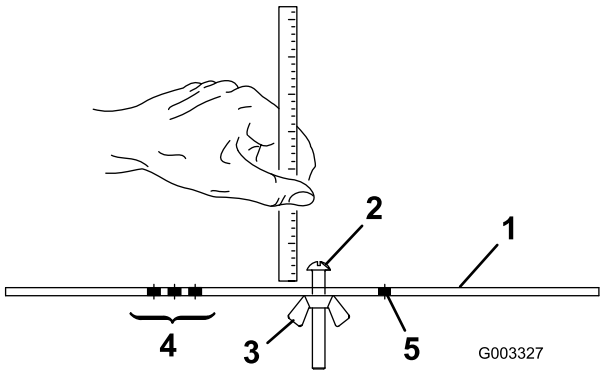

Figur 17
2. Løsn møtrikken på målestangen (Figur 17), og indstil justeringsskruen til den ønskede klippehøjde. Afstanden mellem bunden af skruehovedet og stangens flade udgør klippehøjden.